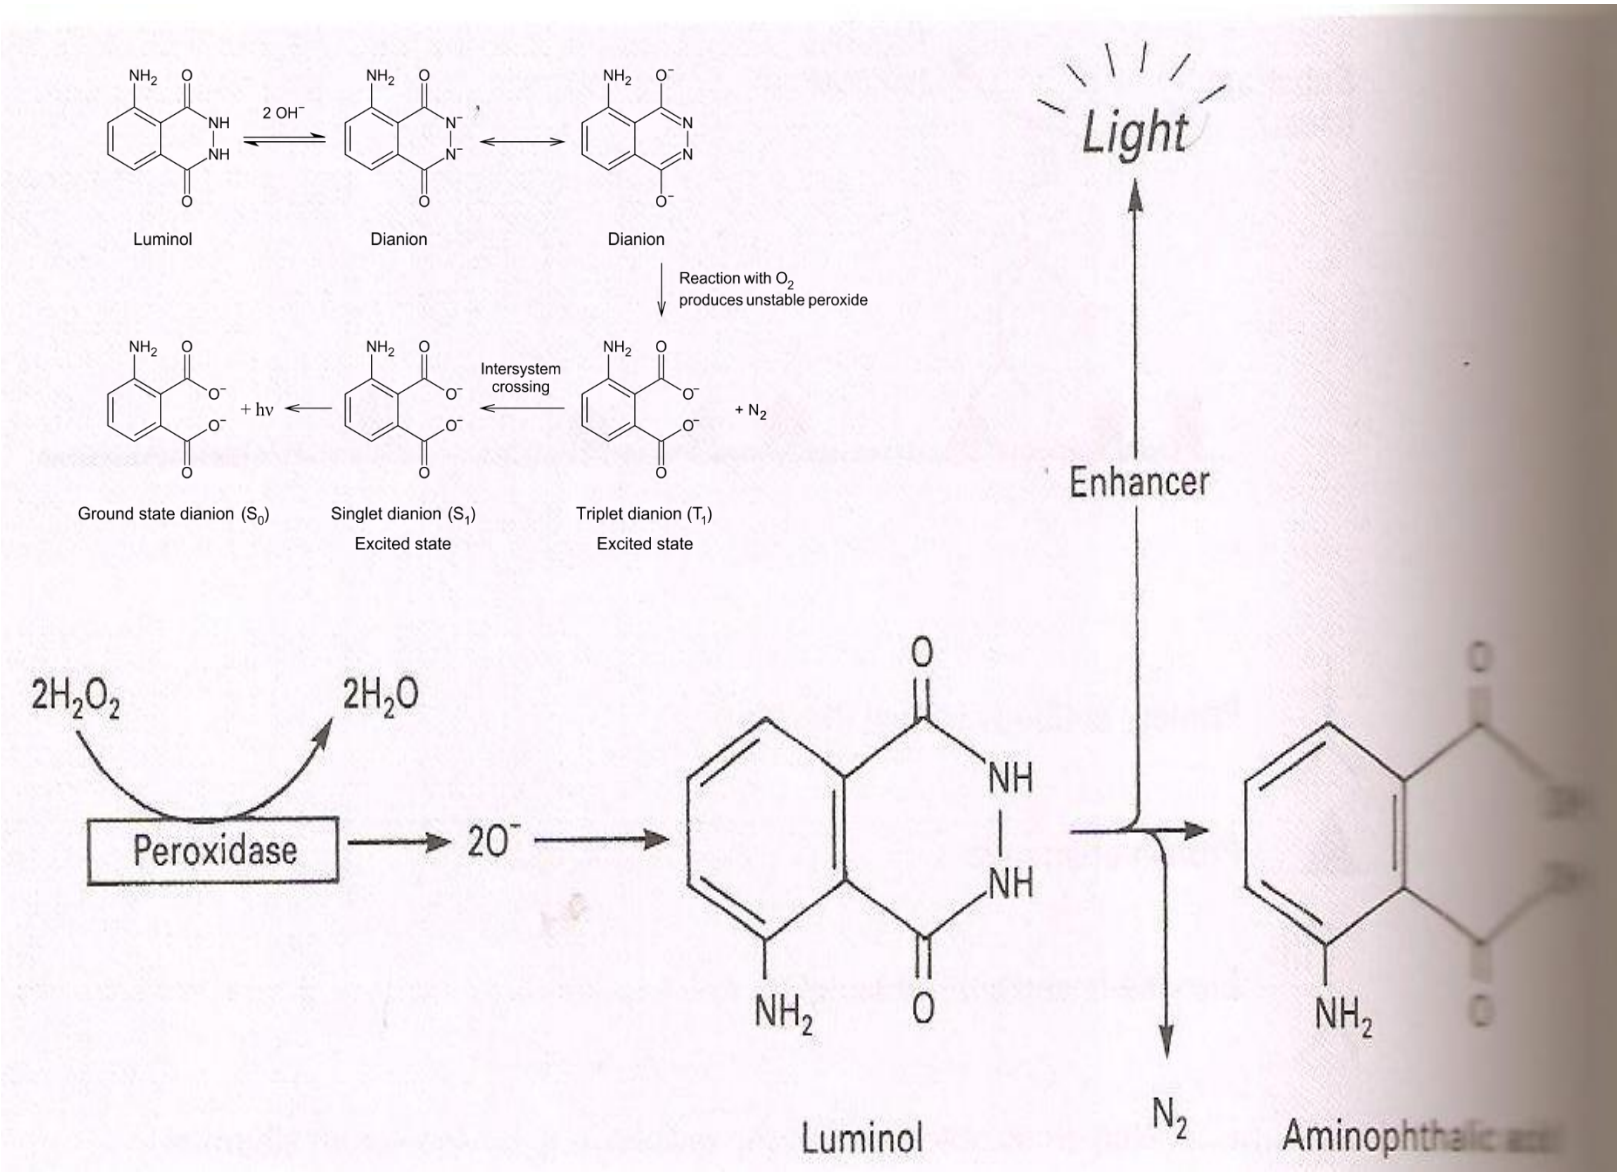

Fig. 4. The use of enhanced chemiluminescence to detect horseradish peroxidase
- In the presence of H_2O_2 and the chemiluminescent substrate luminol (Fig. 4), horseradish peroxidase oxidizes the luminol with concomitant production of light, the intensity of which is increased 1,000-fold by the presence of a chemical enhancer.